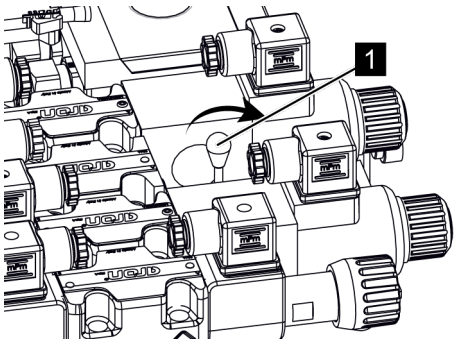

Fig. 85: Adjusting outrigger and platform functions
6. *Using the lever (*Fig. 85*/1), turn the 'outrigger and platform' valve to the right to the outrigger and platform function (*Fig. 85*/1).*